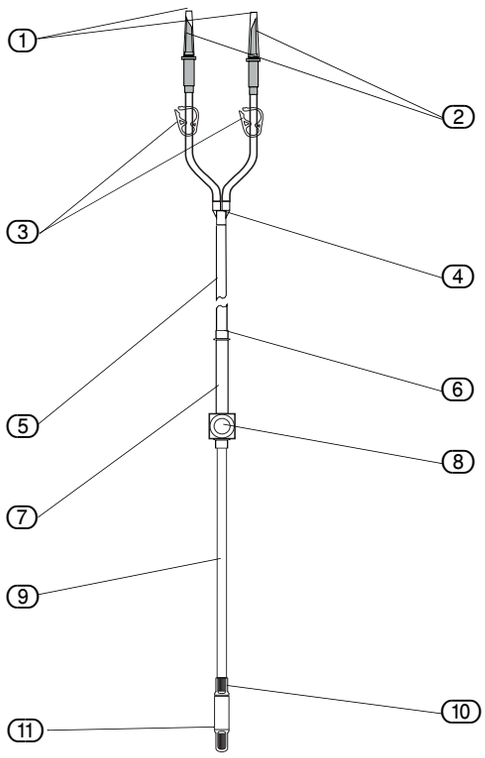
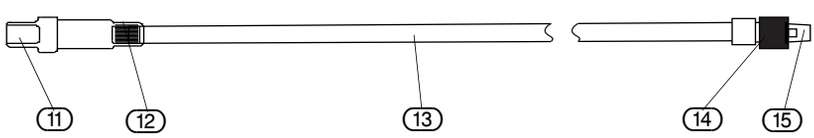

Afb. 5-9 Elementen dagslangset
Afb. 5-10 Elementen patiëntslang
Tot de dagslang behoren de connectors voor de vloeistofzakken en voor de hygieneconnector (Afb. 5-10 "Elementen patiëntslang" zie (12)) van de patiëntslang.
De nieuwe steriele dop die samen met de patiëntslang geleverd wordt, moet direct na de chirurgische procedure op de hygiëneconnector (Afb. 5-9 (10)) van de dagslangset geschroefd worden om bescherming te bieden tegen verontreiniging. Deze steriele beschermdop blijft tot de volgende operatie verbonden met de dagslang.
De patiëntslang heeft aan één kant een connector ter verbinding met de dagslang (hygiëneconnector (12)). Aan de andere kant bevindt zich een luer-lock-connector (15) voor aansluiting op een instrument zoals bijvoorbeeld een trocar. Verbind de hygiëneconnector (12) van de patiëntslang met het bijpassende onderdeel op de dagslang (Afb. 5-9 (10)).
Wijs de volgende taken toe aan de "steriele" of "niet-steriele" verpleegkundige of medisch technicus om de steriele zone gescheiden te houden van de niet-steriele zone. De aangegeven nummers verwijzen naar Afb. 5-9 Elementen dagslangset, Afb. 5-10 Elementen patiëntslang en Afb. 5-11 Plaatsen van de dagpatiënt-slangset.
▶ Houd de Luer-Lock-aansluiting (14) in de steriele zone en geef het slangeinde met de hygiëne-connector (12) aan het niet-steriele personeel.
▶ Verbind de Luer-Lock-aansluiting (14) met het instrument (bv. de toevoercanule). Open de toevoerkraan van het instrument.
- Verbind de hygiëne-connector (12) van de patiëntslang (Afb. 5-10 "Elementen patiëntslang") met de hygiëne-connector (10) van de dagslang (Afb. 5-9 "Elementen dagslangset").